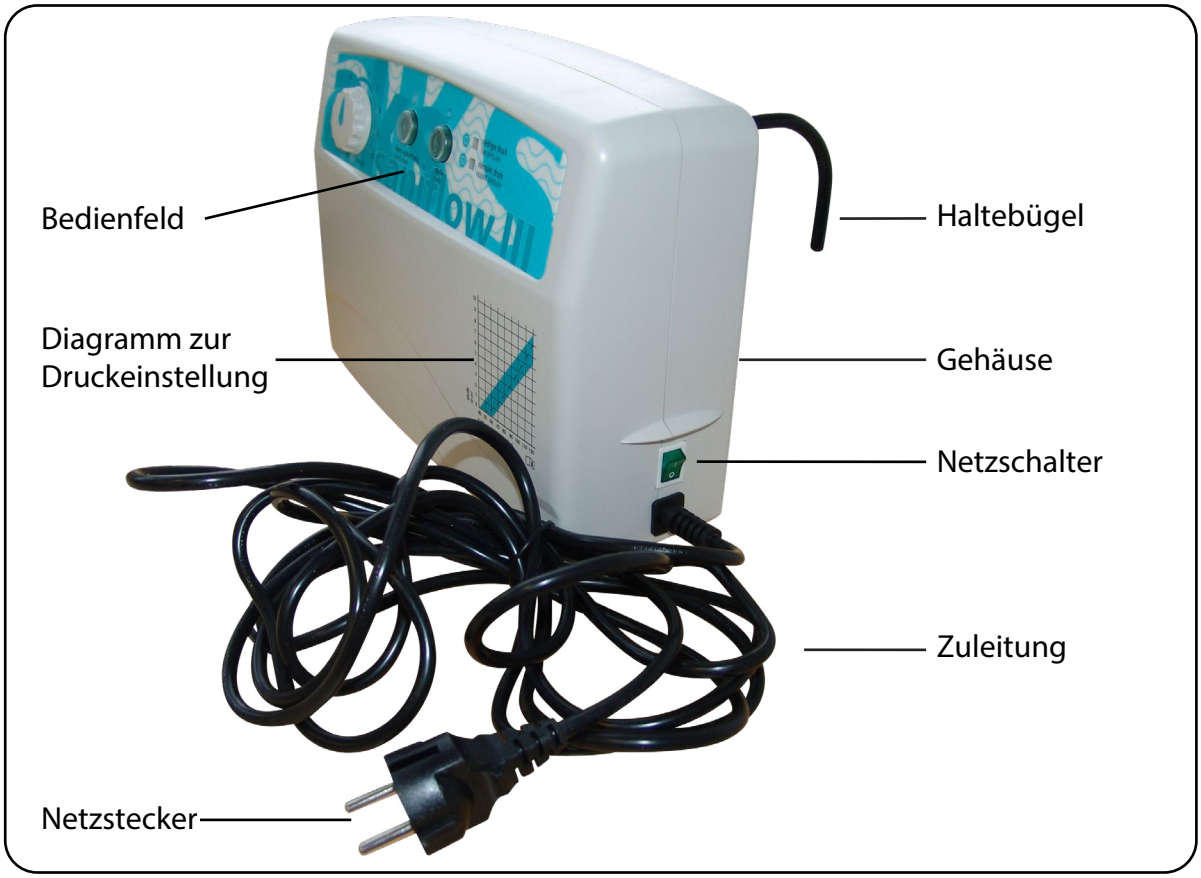
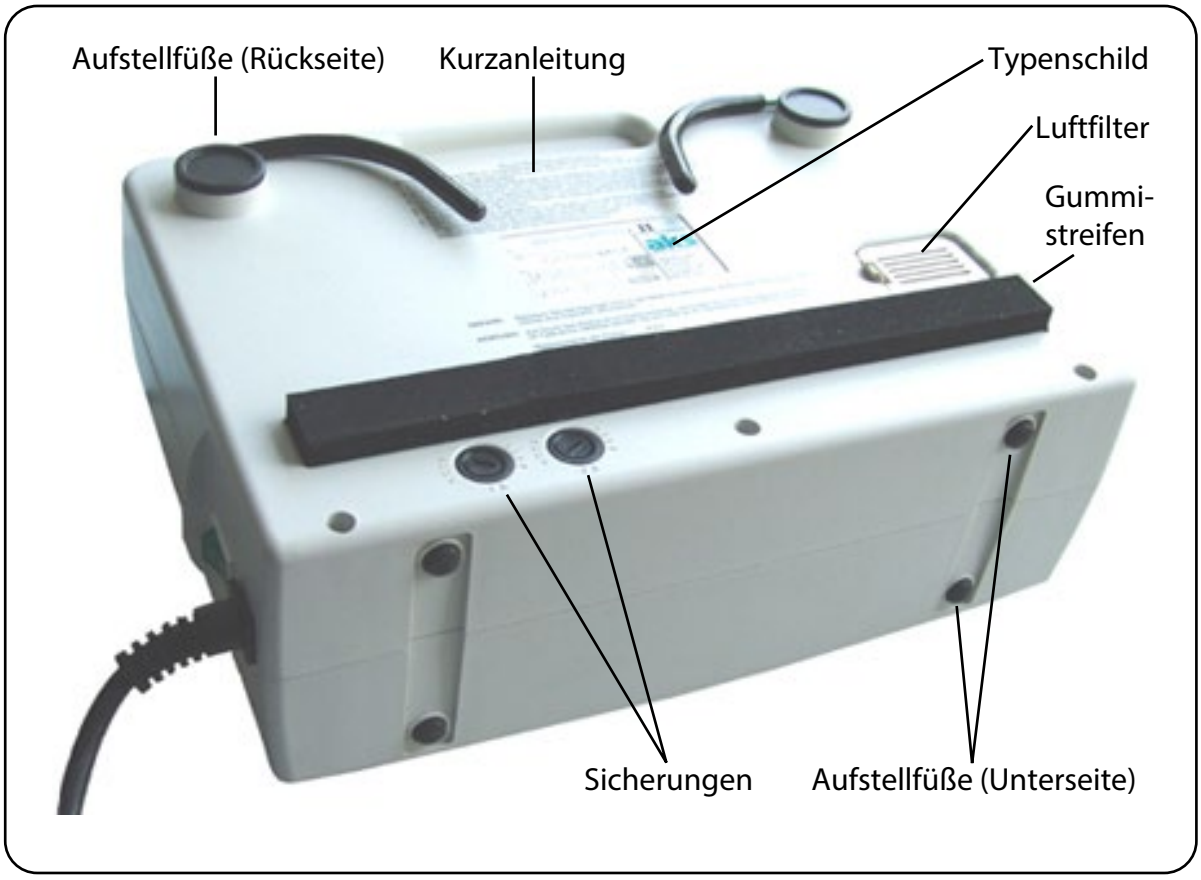
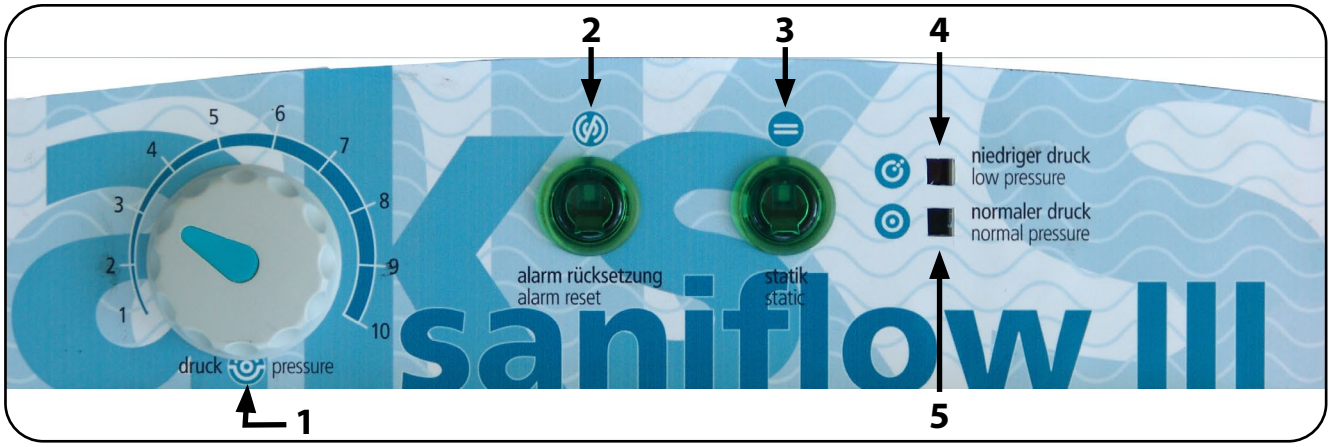
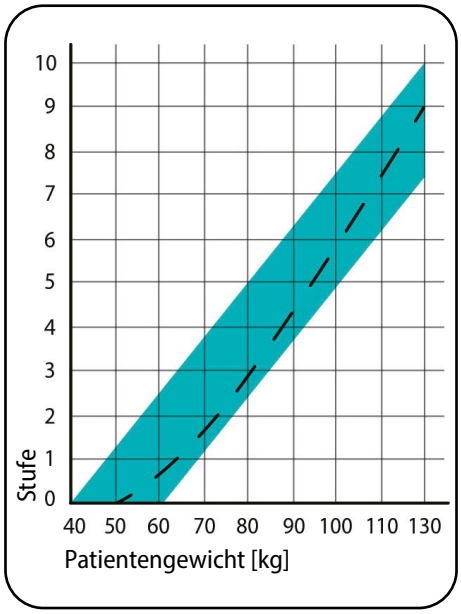

Abb. 5.01 - Aggregat Frontansicht
Abb. 5.02 - Aggregat Rückansicht
Abb. 5.1.01 - Bedienfeld saniflow® III Aggregat
Abb. 8.1.01 - Einstellung Leistungsstufe
Über den Druckregler auf dem Bedienfeld des Aggregates (Abb. 5.1.01) wird der Fülldruck im Verhältnis zum Patientengewicht nach einem Diagramm (Abb. 5.01 und Abb. 8.1.01) als Richtwert eingestellt. Die Einstellung ist dabei stufenlos in einem Skalierungsbereich von 1 bis 10 individuell an das Patientengewicht bzw. an die momentane Belastungssituation möglich. Durch den erforderlichen Handtest und ggf. einer Nachregulierung des Fülldrucks wird eine optimale Anpassung an die Besonderheiten des Patienten ermöglicht (siehe Kapitel Bedienung/Anwendung Abschnitt **Normalbetrieb**).
Durch ein optisches Alarmsignal „niedriger druck“ (Abb. 5.1.01) und einem akustischen Alarmsignal wird ein möglicher Druckverlust bzw. Druckabfall im System signalisiert und somit das Risiko des Durchliegens minimiert. Um eine dauerhafte Lärmbelästigung zu vermeiden kann bei Eintreten eines Druckverlustes das akustische Alarmsignal separat mit der Taste für die Rücksetzung des Alarms (Abb. 5.1.01) ausgestellt werden. Das optische Alarmsignal weist weiterhin auf den Druckverlust hin, bis dieser behoben ist.
Das Produkt kann zusätzlich über die Taste „statik“ am Aggregat (Abb. 5.1.01) vom Betriebsmodus Wechseldruck in den Betriebsmodus Statik und umgekehrt umgeschaltet werden. Im Betriebsmodus Statik werden beide Luftkammerkreise in der Wechseldruckmatratze mit dem eingestellten Fülldruck gleichzeitig befüllt.
10. Das Aggregat verfügt über eine Aufhängevorrichtung (2 Haltebügel) sowie 4 Aufstellfüße an der Unterseite (Abb. 5.01 und Abb. 5.02). Hängen Sie das Aggregat mit den beiden umklappbaren Haltebügeln an das Fußende des Bettes oder stellen Sie es mit der Unterseite auf eine ebene Ablagefläche neben das Bett.
13. Überprüfen Sie, dass der Netzschalter (grün) des Aggregates auf „aus“ (0) steht. Der Netzschalter befindet sich auf der rechten Gehäuseseite (Abb. 5.01).
1. Schalten Sie das Aggregat mit dem Netzschalter ein (Abb. 5.01). Die Betriebskontrollleuchte im Netzschalter leuchtet grün auf. Gleichzeitig leuchtet die rote LED „niedriger druck“ auf und der Alarm ertönt (Abb. 5.1.01). Deaktivieren Sie beim ersten Aufpumpen durch Drücken des Alarmrücksetzungstasters (Abb. 5.1.01) den akustischen Alarm.
2. Drehen Sie den Druckregler (Abb. 5.1.01) auf den Skalenwert 10, damit sich der Betriebsdruck in der Wechseldruckmatratze aufbauen kann.
3. Hat die Wechseldruckmatratze ihren Betriebsdruck erreicht, erlischt die rote LED „niedriger druck“ und die grüne LED „normaler druck“ (Abb. 5.1.01) leuchtet auf.
4. Aktivieren Sie wieder durch Drücken des Alarmrücksetzungstasters (Abb. 5.1.01) den akustischen Alarm. Die LED im Taster erlischt.
9. Anschließend stellen Sie die Leistungsstufe ein. Die optimale Leistungsstufe hängt von mehreren Faktoren ab. Hierzu gehören in erster Linie das Patientengewicht und die Auflagefläche des Patienten. Für die Einstellung kann Ihnen das Diagramm (Abb. 8.1.01) einen ersten Anhaltspunkt liefern. Dieser Wert dient nur als Richtwert zur groben Druckeinstellung und stellt keine genaue Angabe für das Einsinkverhalten des Körpers dar.
Betätigen Sie dazu die Taste „statik“ (Abb. 5.1.01). Der Betriebsmodus Statik wird durch das Aufleuchten der LED in der Taste „statik“ signalisiert. In diesem Betriebsmodus regelt das System den Innendruck in beiden Luftkammerkreisen der Wechseldruckmatratze auf den Wert, der zuvor im Wechseldruckmodus eingestellt wurde.